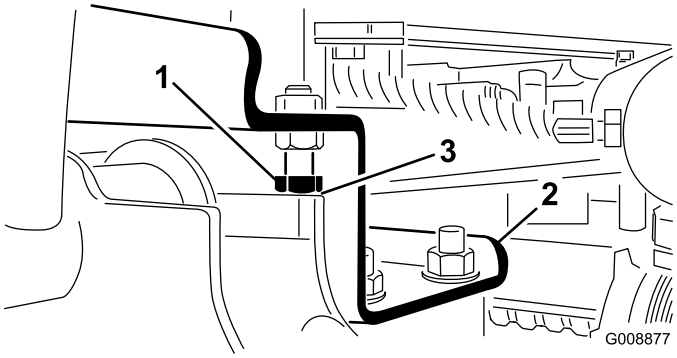

Figur 11
A. Flytta stoppbultarna bakåt (Figur 11).
2. Kontrollera att spelet mellan varje lyftarm och stoppbult är 0,13–1,02 mm (Figur 11). Om spelet inte ligger mellan dessa mått justerar du stoppbultarna så att ett spel skapas.